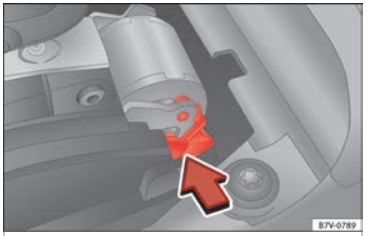

Fig. 50 Manual release of gear selector lever
- Press the release lever ››› **Fig. 50** in the direction of the arrow and hold it in this position.